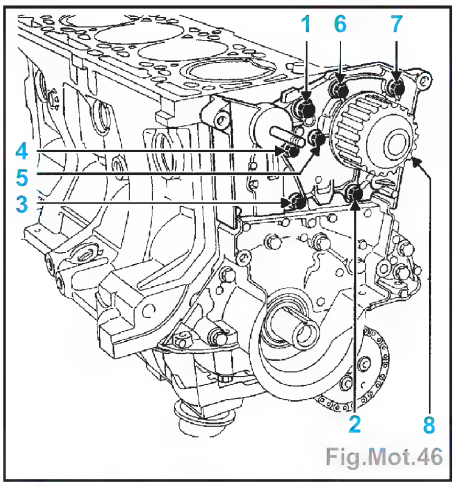

Fig.Mot.46
- Présserrer les vis **M6** et **M8** à 0,8 daN.m puis effectuer un serrage de 1,1 daN.m sur les vis **M6** et de 2,2 daN.m sur la vis **M8** dans l'ordre préconisé (Fig.Mot.46).